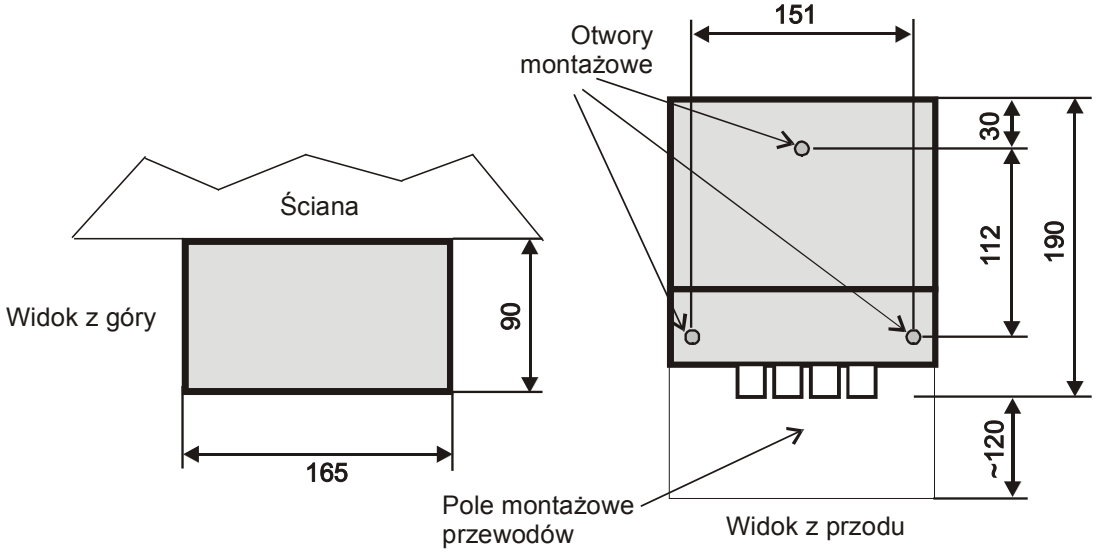

Rys.4.1 Rozmieszczenie otworów montażowych i wymiary MD.
4.1.2. Moduł zawiesić na przygotowanym wcześniej pojedynczym haku (w środku wyznaczonego miejsca montażu); zaznaczyć miejsca pozostałych dwóch otworów montażowych (pozycja montażowa wg rys. 4.1). Szablon wierceń znajduje się na opakowaniu kartonowym modułu.